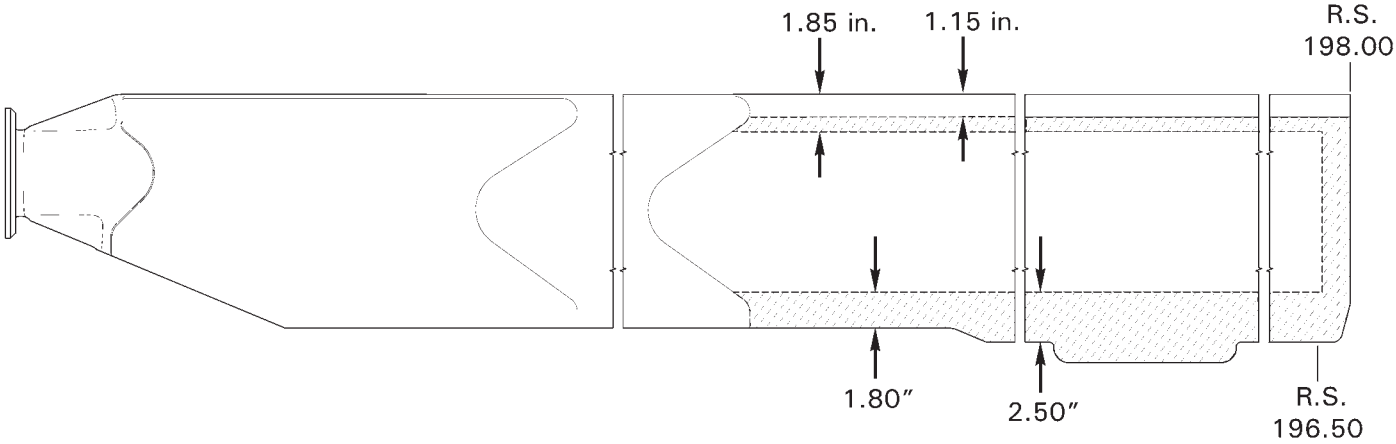

FIGURE 62-18 TIP CAP, SPAR, AND TRAILING EDGES - VOID AND DEBOND LIMITS
1. Refer to Figures 62-18. Verify no continuous void larger than 0.10 square inch. 90% of the area must be securely bonded. Voids separated by 0.25 inch or less spanwise are considered continuous.